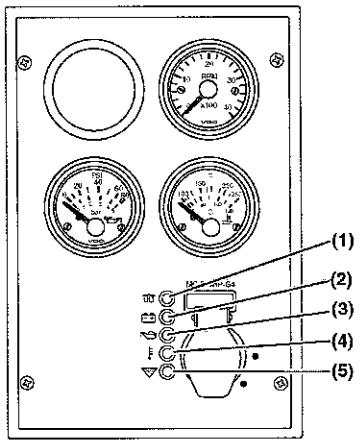
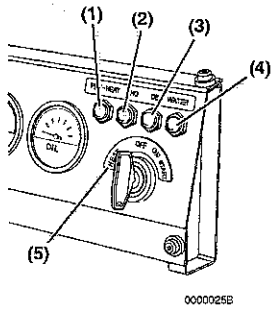

Figura 7
Figura 8
Preriscaldamento (Figura 7, (1)): la funzione di preriscaldamento viene attivata automaticamente quando l'interruttore a chiave è in posizione ON (ACCESO). L'indicatore lampeggia per alcuni secondi (IDI = 4 sec., DI = 15 sec.) e quando si spegne sarà possibile ruotare l'interruttore a chiave in posizione START (AVVIAMENTO).
Preriscaldamento (Figura 8, (1)): notare che, con questo tipo di pannello, sarà necessario portare la chiave in posizione HEAT (RISCALDAMENTO) **(Figura 8, (5))** per attivare il riscaldatore dell'aria aspirata (modelli a iniezione diretta) o le candele di preriscaldamento (modelli a iniezione indiretta). Quando si ruota la chiave su HEAT (RISCALDAMENTO), la spia lampeggia per alcuni secondi (IDI = 4 sec., DI = 15 sec.) e quando questa si spegne sarà possibile ruotare l'interruttore a chiave su START (AVVIAMENTO).
Carica della batteria (Figura 7, (2)) o **(Figura 8, (2))**: questa spia si accende quando è presente un problema con il sistema di ricarica della batteria. Questo spia non indica che la batteria sia scarica. *Vedere Tabella per la risoluzione dei problemi a pagina 123.*
Pressione olio motore (Figura 7, (3)) o **(Figura 8, (3))**: questa spia si accende quando la pressione dell'olio del motore è inferiore o superiore ai limiti normali. *Vedere Tabella per la risoluzione dei problemi a pagina 123.*
Temperatura refrigerante del motore (Figura 7, (4)) o **(Figura 8, (4))**: questa spia si accende quando la temperatura del refrigerante del motore supera i limiti normali. *Vedere Tabella per la risoluzione dei problemi a pagina 123.*
Ausiliario (Figura 7, (5)): utilizzata per applicazioni speciali.